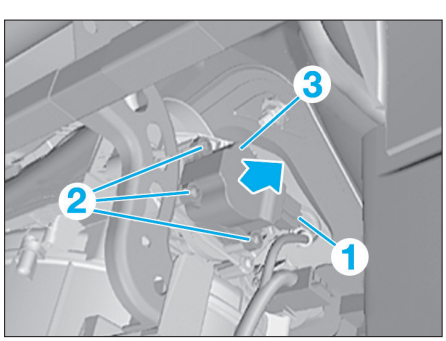

Fig. 43
• Déverrouiller et débrancher le connecteur (1) **(Fig.43)**.